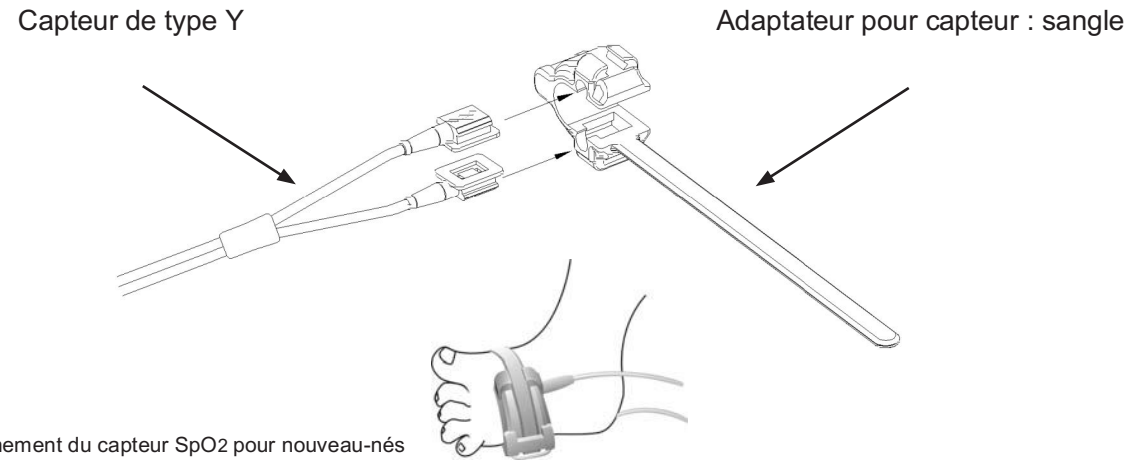

Figure 3.10 Positionnement du capteur SpO2 pour nouveau-nés
3. Le capteur SpO2 pour nouveau-nés doit être raccordé comme indiqué dans la figure 3.10.